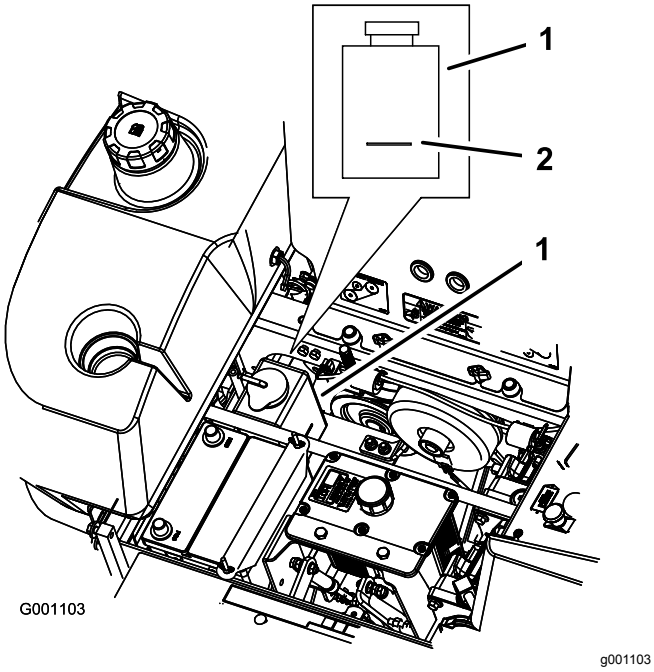

Figur 80
4. Når motoren er avkjølt må du kontrollere nivået i overflytsflasken. Væsken bør nå opp til kulen på utsiden av overflytsflasken (Figur 80).
5. Hvis kjølemiddelnivået er lavt, fyll på en blanding med halvt om halvt med frostvæske for forlenget levetid / Dex-Cool® og vann til overflytsflasken (Figur 80).
6. Fyll på kjølemiddelblandingen til overflytsflasken og fyll det opp til indikatorlinjen på flasken (Figur 80).